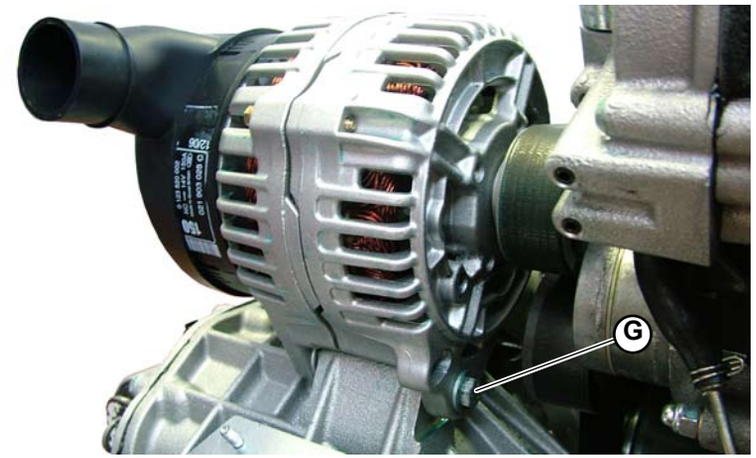

Fig.4
4. Unscrew the bolt that secures the alternator (**G-Fig.4**).